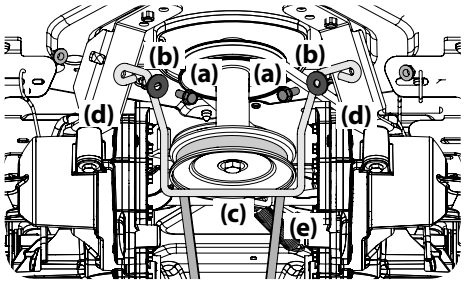

Figura 4-12
3. Extraiga el tornillo de arandela hexagonal (a), la arandela plana (b) que asegura la varilla del guardacorrea (c) con los soportes de montaje (d) y retire varilla del guardacorrea (c). Consulte la Figura 4-12.
5. Retire la correa en 'V' (e) de la polea de la toma de fuerza (PTO), ubicada en la base del motor en los tractores de PTO manual, y prosiga con el Paso 9. Consulte la Figura 4-12.
14. reinstale la varilla del guardacorrea (Consulte la Figura 4-12 y el cable de la PTO (Consulte la Figura 4-12.